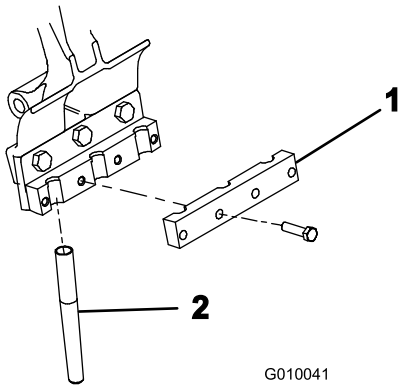

**Figur 25**
4. Fest en pipeklemme løst på hver pipearm med fire bolter (3/8 x 1-1/2 tomme) (Figur 25). Ikke stram boltene.